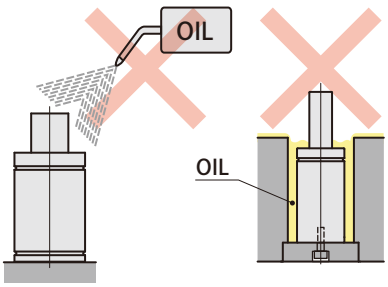

图 6
- 氮气弹簧应设置于溅不到冲压油的地方。 如果在沾上油污的状态下使用，行程中油膜浸入油缸，积存后会产生异常高压，有可能导致活塞杆破损。 尤其是氯系及水溶性油脂会使密封圈性能下降，缩短氮气弹簧寿命，因此应格外注意。（图6）